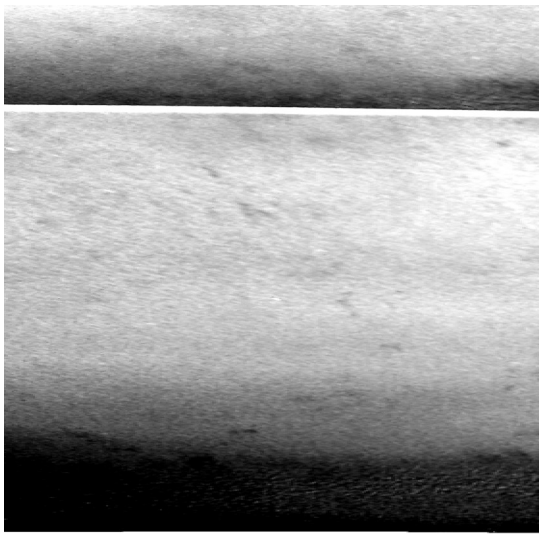

Abb. 2: ausgetauschte Turbinenschaufeln
4.1.4 Abb. 2 zeigt Turbinenschaufeln, welche bei der letzten Revision des Kraftwerks aus der Turbine vor dem Kondensator entfernt wurden. 2